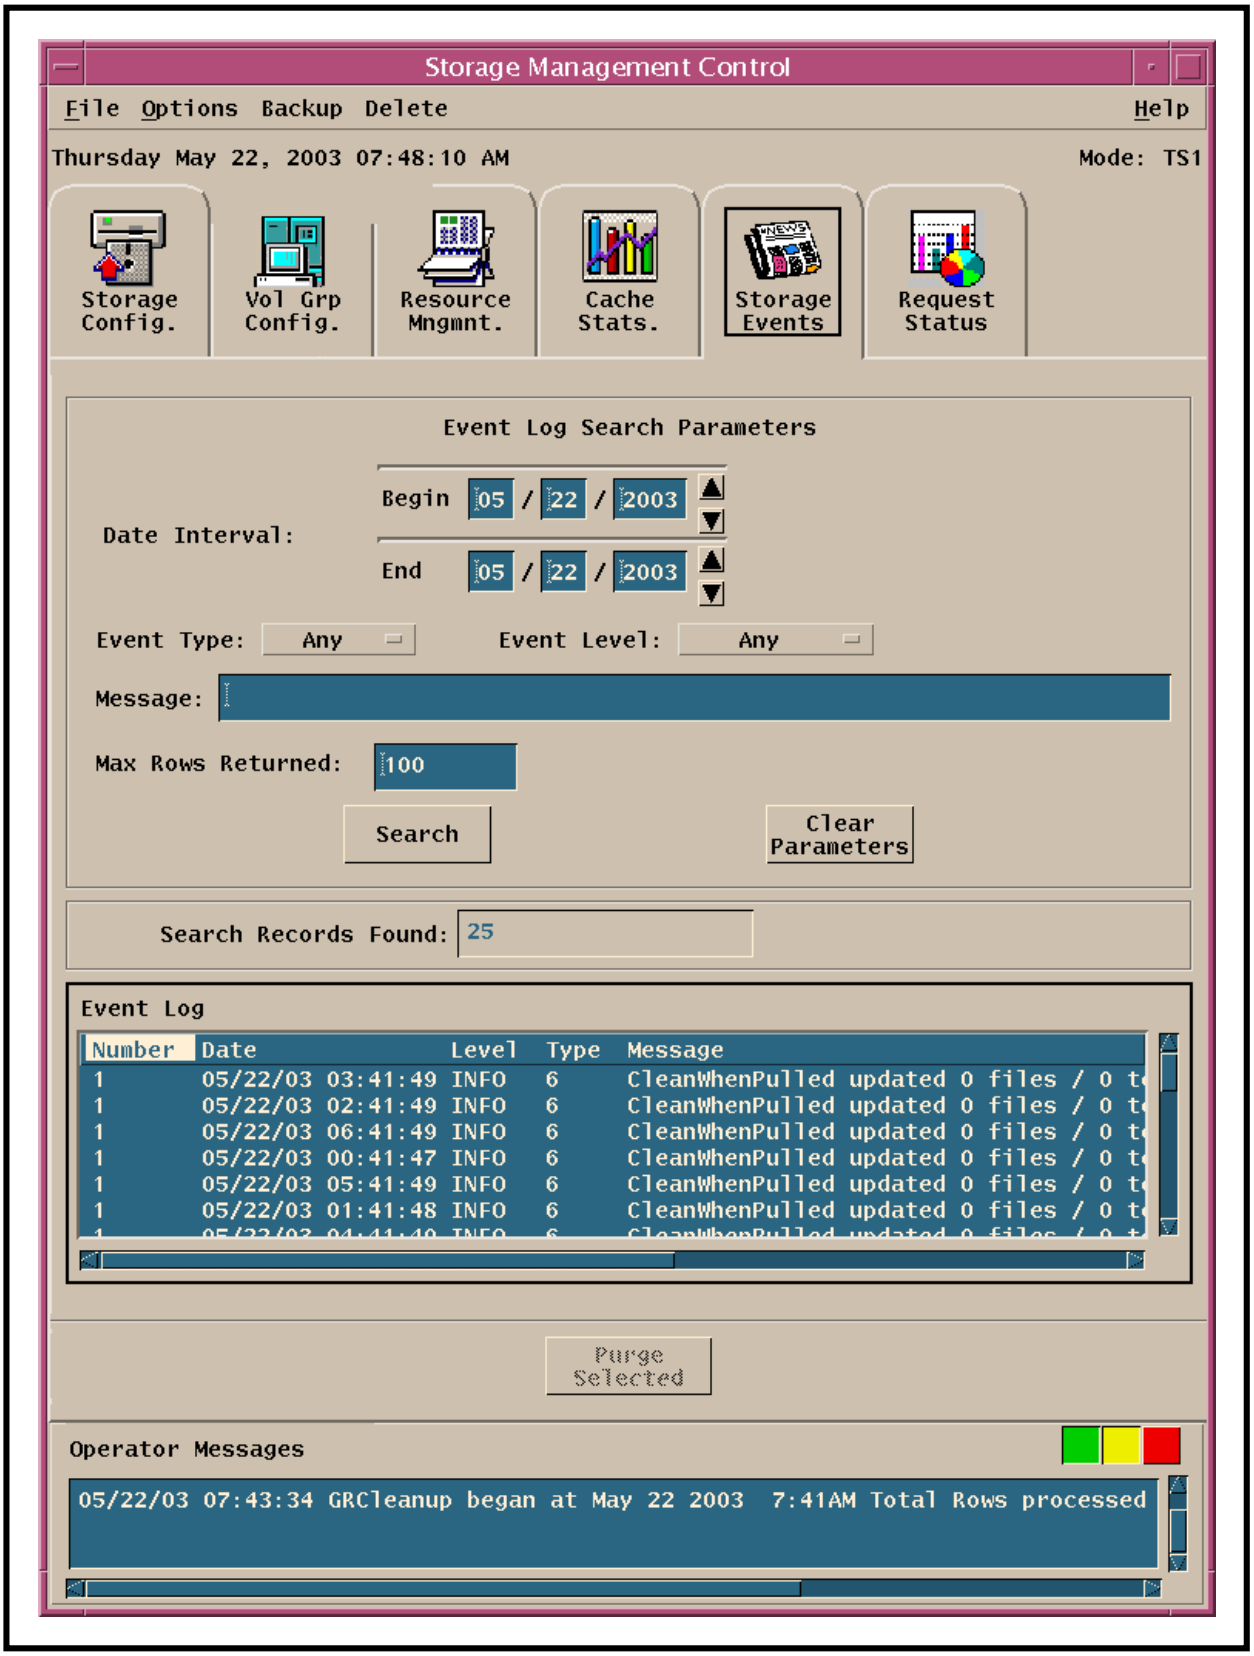

Figure 19. Storage Events Screen
- The **Storage Events** screen (Figure 19) is displayed.
- The search results are displayed in the **Event Log** table of the **Storage Management Control** GUI **Storage Events** tab (Figure 19).